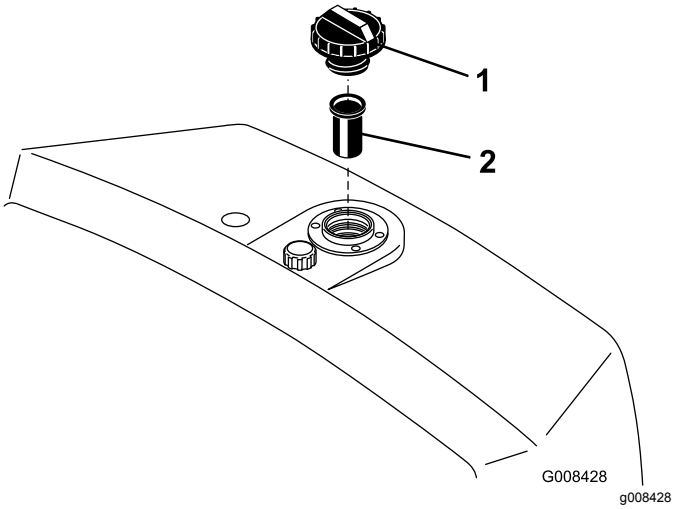

**Rysunek 26**
2. Odkręć korek zbiornika i sprawdź poziom oleju. Poziom oleju powinien sięgać dolnej krawędzi sitka w szyjce wlewu (Rysunek 26).